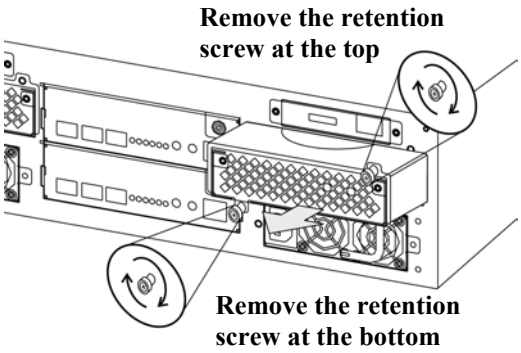

Figure 5- 4: Removing the Cooling FAN Module Retention Screws
2. Once **BOTH** retention screws have been removed, gently pull the cooling fan module out of the EonStor subsystem enclosure. (See ***Figure 5- 4***).